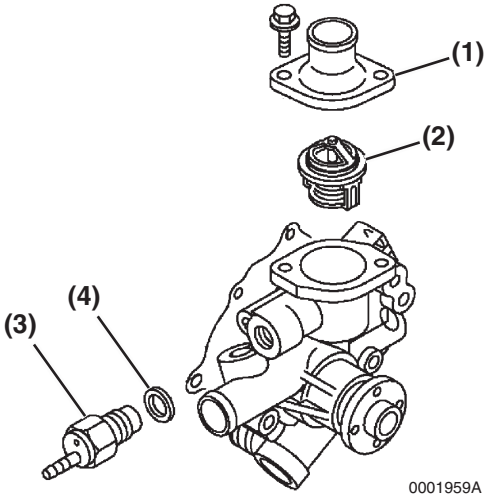

Figure 8-5
7. Remove the thermostat cover **(Figure 8-5, (1))**.
8. Remove the thermostat **(Figure 8-5, (2))**. Remove the temperature switch **(Figure 8-5, (3))** and gasket **(Figure 8-5, (4))**. Discard the gasket.